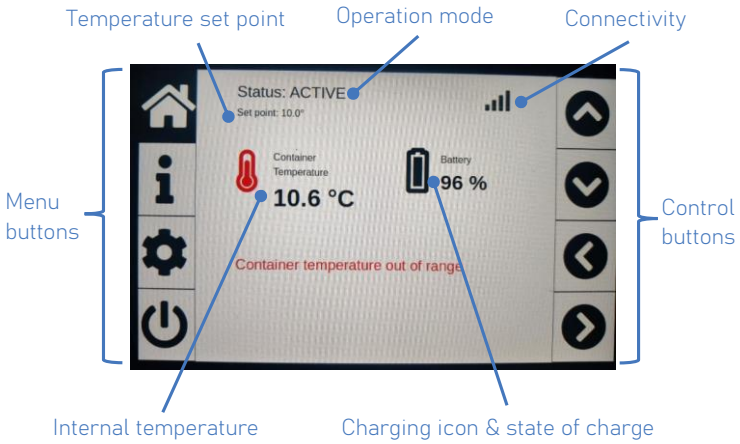

Figure 10 - HMI main page.
3. The main page will light up (Figure 10).